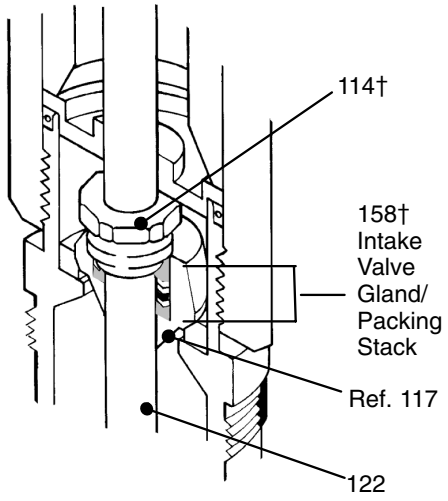

Fig. 7
6. Install the piston ball (132) in the piston valve housing (110). Apply medium grade thread sealant to the threads of the piston valve (112) and housing (110). Screw the piston valve into the piston valve housing, torquing to 81–102 N•m (60–76 ft-lb). Screw the piston rod (122) into the piston valve, aligning the holes. Insert the cotter pin (126†).
7. Place the pump housing (109) in the vise. Install the new o–rings (125†) on the pump cylinder (111). Lubricate the cylinder and slide it into the pump housing as far as possible.
8. Slide the rod guide (113) onto the piston rod (122), with the flat side facing down.
10. Refer to Fig. 7. The gland/packing stack (158†) for the intake valve is preassembled. Do not disassemble the stack. Install the gland/packing stack in the intake cylinder's packing housing (Ref. 117). Be sure the lips of the v–packings are facing up. Install the packing nut (114†) and torque to 34–47 N•m (25–35 ft-lb). Slide the assembly, packing nut first, onto the piston rod (122).